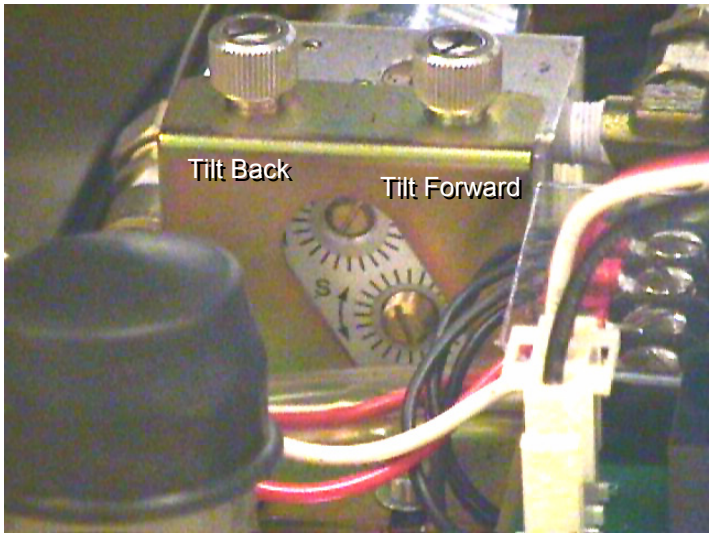

Figure 8-23 Tilt Speed Adjustment Screws
3.) From zero (0) degrees tilt, press and hold the tilt forward button, until gantry display reads S25. Observe tilt speed using time piece.
5.) Adjust forward speed control valve for one (1) degree per second motion. See Figure 8-23.
6.) Adjust backward speed control valve for one (1) degree per second motion. See Figure 8-23.